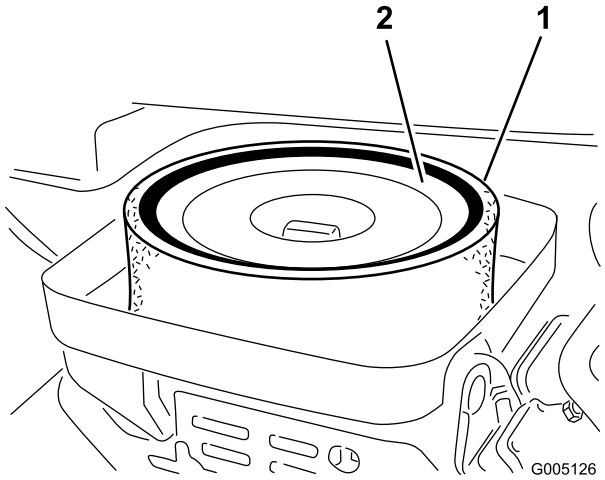

Figur 42
3. Hvis skumindsatsen er snavset, skal det fjernes fra papirindsatsen (Figur 42). Rengør det grundigt som følger: